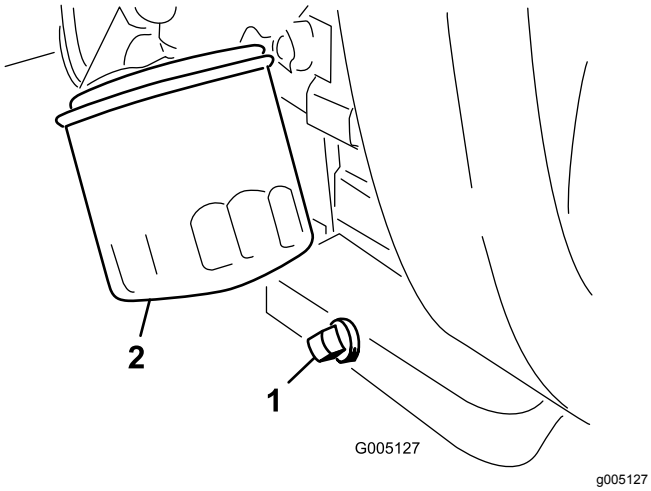

Figur 28
1. Fjern tappepluggen (Figur 28) og la oljen renne ut i et tappefat. Når oljen slutter å renne, setter du tappepluggen på igjen.
2. Ta av oljefilteret (Figur 28).